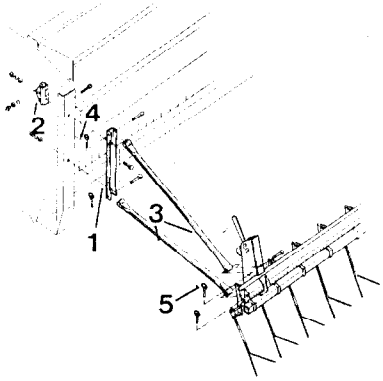
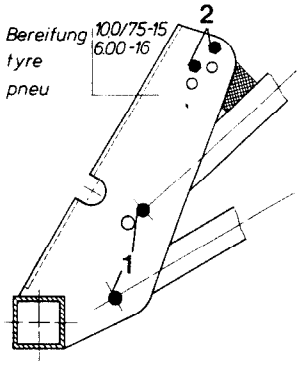

Fig. 36
Fig. 37
- Obere Tasche (Fig. 36/1) am Saatkasten befestigen.
- Der Exaktstriegel wird an den Halterohren (Fig. 36/3) mit zwei Bolzen nach Fig. 37/1 befestigt und mit Klappsplinten (Fig. 36/5) gesichert.
- Der Schwingmetallpuffer ist bei der D 7/30 wie in Fig. 37/2 gezeigt zu verschrauben.
- An den oberen Taschen (Fig. 36/1) sind die Halterohre (Fig. 36/3) mit Bolzen und Klappsplinten (Fig. 36/4) abzustecken und zu sichern.